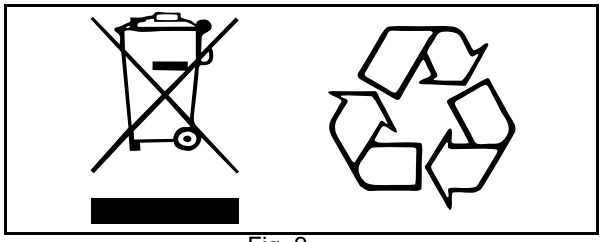

Fig. 2
- Reglerne for sikker bortskaffelse af batterier i henhold til WEEE-direktivet (Waste of Electronic and Electrical Equipment) samt lokale regler og bestemmelser skal overholdes. Hvis ikke, kan batterierne eksplodere, lække og forårsage kvæstelser. Når batterierne returneres, skal deres poler isoleres med tape. Ellers kan restelektricitet i de brugte batterier forårsage brand eller eksplosion. Fig. 2 herunder vises symbolerne for bortskaffelse og genanvendelse.